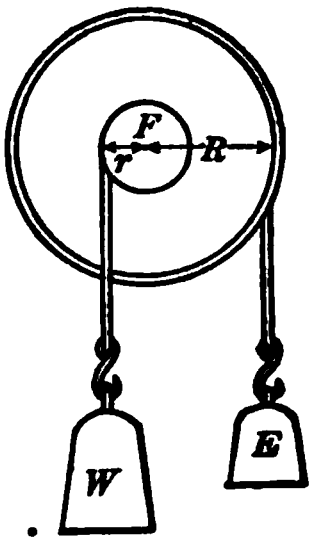

Fig. 32. Wheel and axle.
27. Wheel and axle. A special form of lever consists of a wheel or crank which is fastened rigidly to an axle or drum. The weight to be lifted, or the resisting force of whatever kind, is generally applied to the axle by means of a rope or chain, and the effort, or pull, is exerted on the rim of the wheel, as shown in figure 32. In calculating the effort E needed to balance a given resistance W, we have merely to take moments about the center F of the wheel and axle. If we call the radius of the wheel R and that of the axle r, then,
FOR EXAMPLE, in the wheel and axle (Fig. 32) the *output* is equal to the weight times the distance it is lifted, and the *input* is equal to the effort times the distance through which it is exerted. For convenience, suppose the wheel makes just one turn. Then the distance the weight